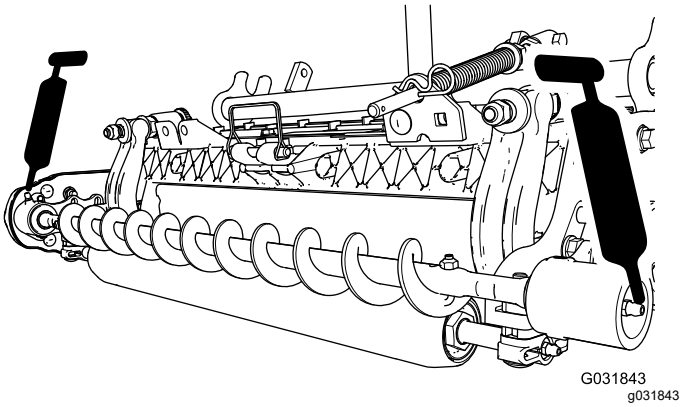

Figura 20
3. Lubrique los engrasadores de cada uno de los alojamientos de cojinete del cepillo del rodillo con grasa de litio Nº 2 (Figura 20). Limpie cualquier exceso de grasa, sobre todo alrededor de los retenes.